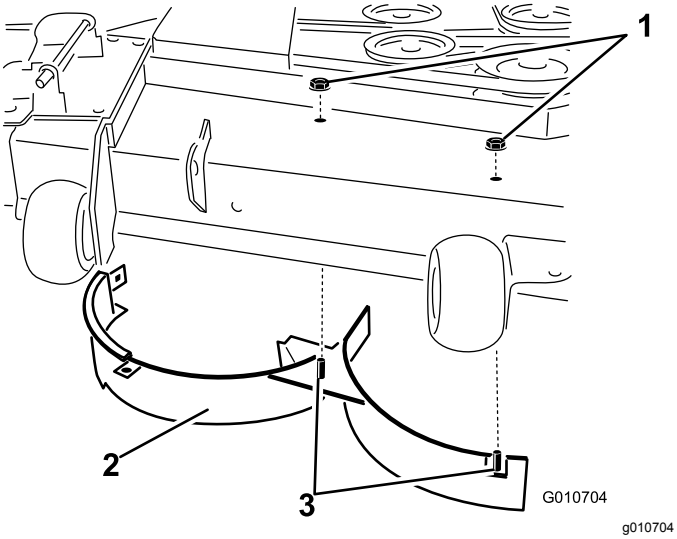

Figur 14
8. Ta bort de två låsmuttrarna (5/16 tum) som sitter på den högra skärmens svetsade tappar ovanpå klippdäcket i mitten och till höger om mitten (Figur 14).